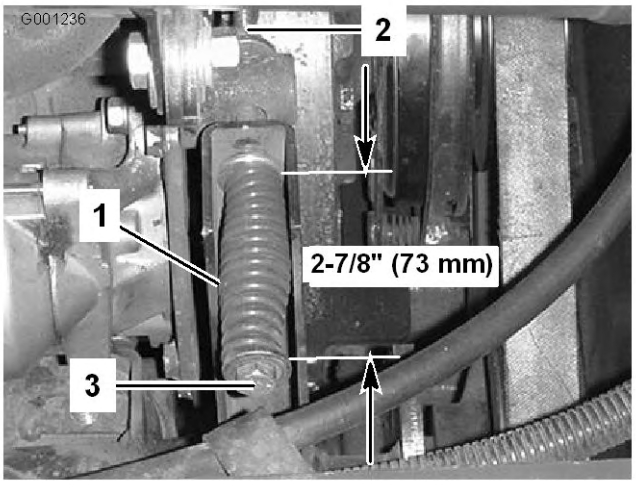

Figur 65
3. Løsn spændstangens kontramøtrik (Figur 65).
4. Brug en 1/2"-nøgle til at stramme eller løsne tilspændingsfjederen (Figur 65). Juster fjederlængden til 73 mm.
4. Brug en 1/2"-nøgle til at løsne tilspændingsfjederen (Figur 65) helt.
6. Monter kraftudtagets nye rem, og spænd remskivens fjeder til 73 mm (Figur 65).
7. Spænd kontramøtrikken (Figur 65), og luk motorhjelmen.